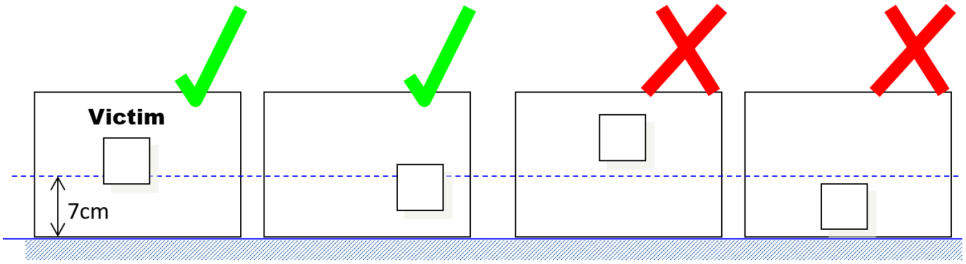

Figur 5: Placeringen av offer
2. Offren skall vara placerad nära golvet på fältet (ungefär 7 cm ovanför golvet, se figur Figur 5).